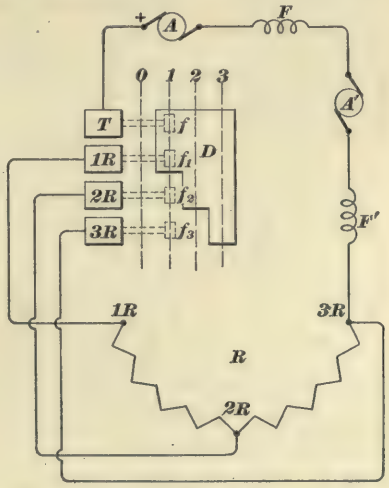

FIG. 36.
**46.** Fig. 36 gives an idea as to how a controller does its work. *R* is a resistance divided into two parts; one part lies between *1R* and *2R*, and the other part between *2R* and *3R*; *F* and *A* are the field and armature of a dynamo that is to furnish the current for running the motor whose field and armature are *F* and *A'*; *D* is a round casting fitted on a wooden drum provided with an iron shaft that turns in
bearings; *T*, *1R*, *2R*, and *3R*, in the upper part of the figure, are brass finger stands, on each of which is a spring-pressed finger, hanging over *D*, as indicated by the dotted line and marked in the figure $f$, $f_1$, $f_2$, $f_3$. A wire is connected to each of the finger stands. Stand *T* is connected to the trolley wire; stands *1R*, *2R*, and *3R* are connected to the resistance coil at points marked with the corresponding letters. On the controller shown in Fig. 36, there are four notches, indicated by the dotted lines, marked *0*, *1*, *2*, *3*. The line marked *0* denotes the off-position, and no current can pass